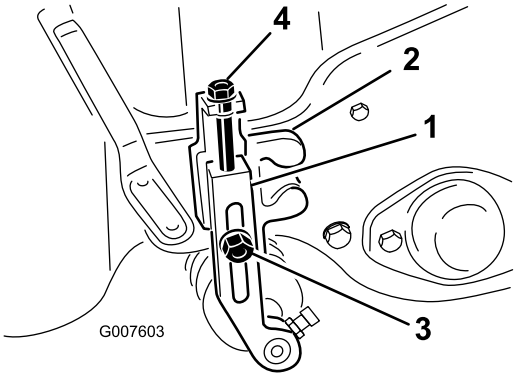

**Rysunek 47**
2. Poluzuj przeciwnakrętki mocujące ramiona wysokości cięcia do wsporników wysokości cięcia (Rysunek 47).